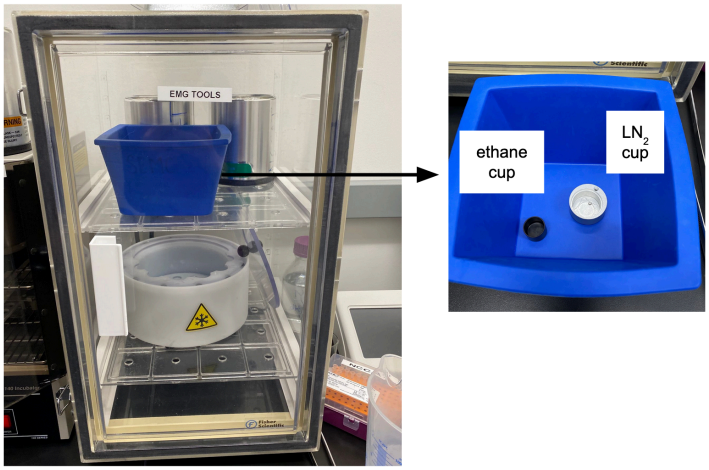

Figure 2. Cryogen cups are kept in the fume chamber
- The ethane and nitrogen cups are in a small ice bucket in the fume chamber to the left of the GP2 (Figure 2). All other tools are in the silver case to the right of the GP2.
- Place ethane cup and nitrogen cup with any remaining ethane and liquid nitrogen in the blue bin inside the fume chamber to evaporate and dry (figure 2).